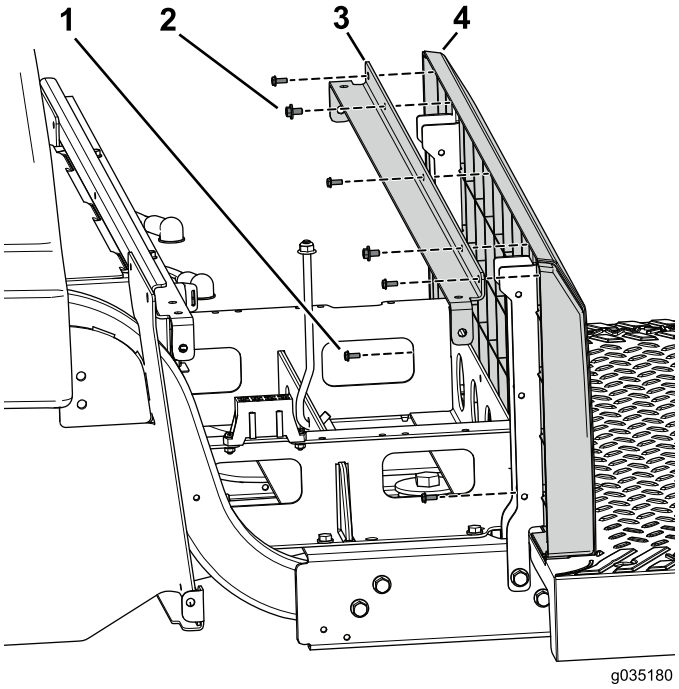

Figure 85
5. Use the 2 bolt with washer assemblies (1/4 x 1/2 inch) to secure the angled-support bracket and seat-base panel to the left and right seat supports (Figure 85).
6. Use the 5 screws (#10 x 1/2 inch) to secure the back panel to the angled-support bracket and the seat supports (Figure 85).